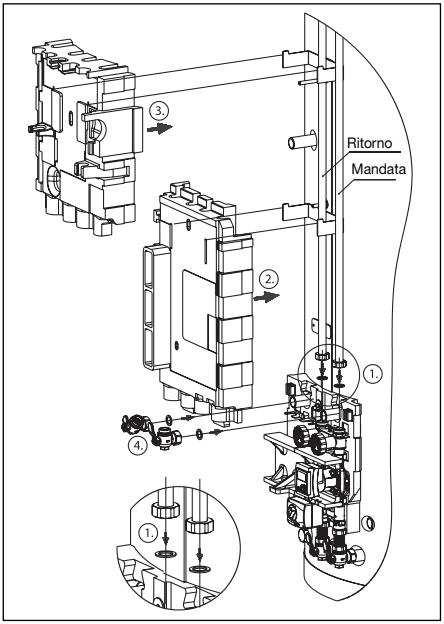

Fig. 11 Montaggio isolamenti termici
– Collegare la tubazione al gruppo del circuito di riscaldamento sul serbatoio (Fig. 11 Punto 1) tramite il set di collegamento codice 1383580 e per il secondo circuito opzionale di riscaldamento tramite set con codice 1383581.